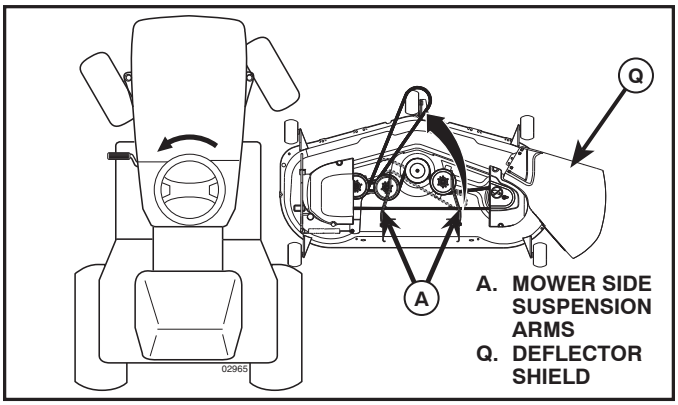

Fig. 24
4. SLIDE MOWER UNDER TRACTOR (See Fig. 24)